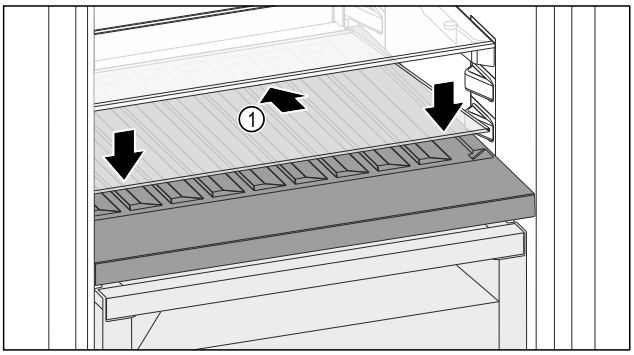

Fig. 220
▶ Așezați placa de sticlă *Fig. 220 (1)* oblic și spre spate înclinată în jos.
▶ Coborâți în față placa de sticlă *Fig. 220 (1)*.